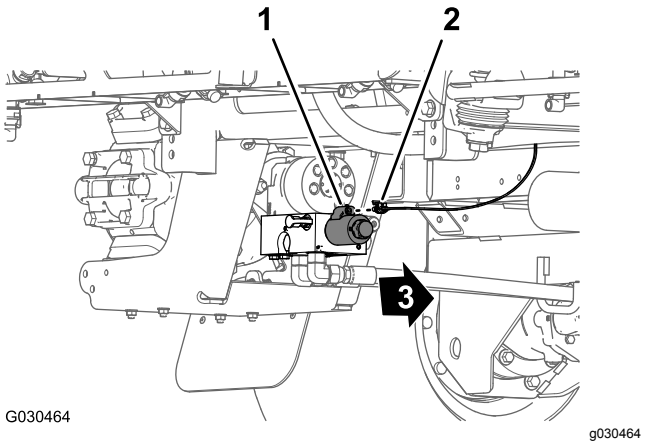

Figur 40
5. På baksidan av maskinen, på insidan av sprutpumpen, kopplar du loss kontakten med två uttag på det bakre huvudkablaget från kontakten med två stift på pumpreläet (Figur 40).